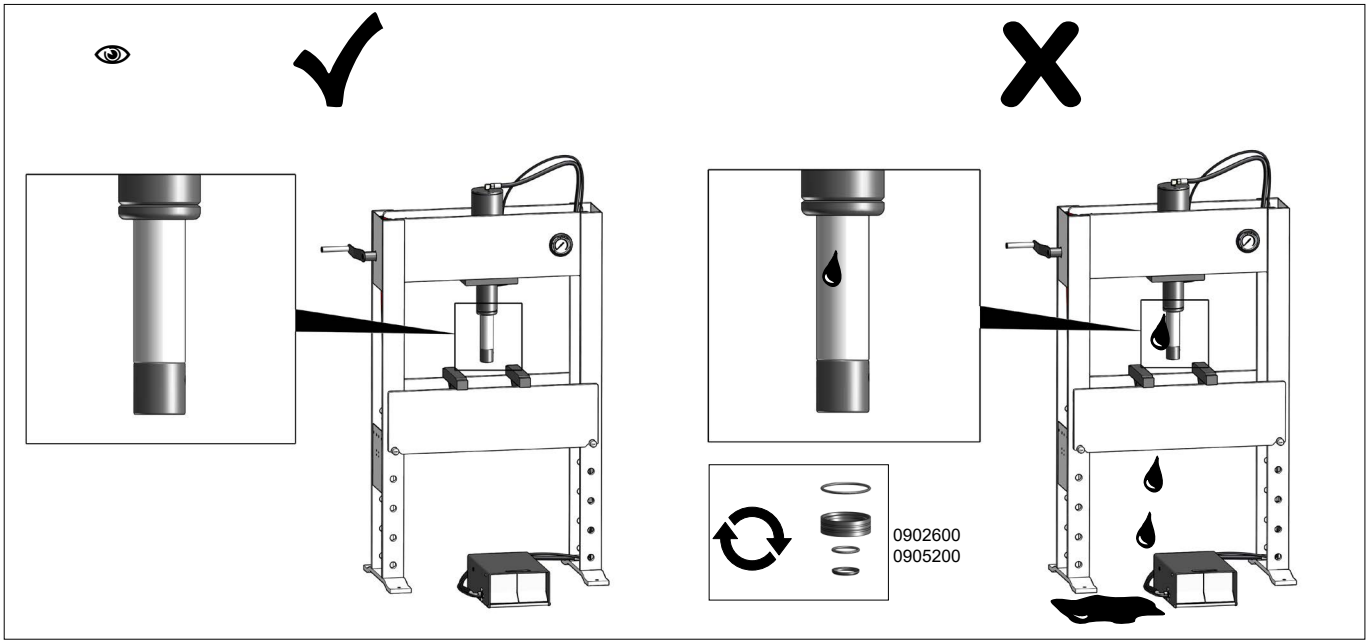

Fig.28
- Slanger, cylindre og pumpe for utætheder *(Fig.28)*
- Hoses, cylinder and pump unit for leaks *(Fig.28)*
- Dichtigkeit von Schläuchen, Zylinder und Pumpe *(Fig.28)*
- Flexibles, cylindre et pompe pour les fuites *(Fig.28)*
- Slangar, eventuellt läckage från cylinder och pumpenhet *(Fig.28)*
- Letkut, sylinterin ja pumpun vuodot *(Fig.28)*
- Slangen, cilinder en pompeenheid op lekken *(Fig.28)*
- Fugas en la unidad de la bomba, el cilindro y las mangueras *(Fig.28)*
- Perdite dei tubi, dei cilindri e dell'unità di pompaggio *(Fig.28)*